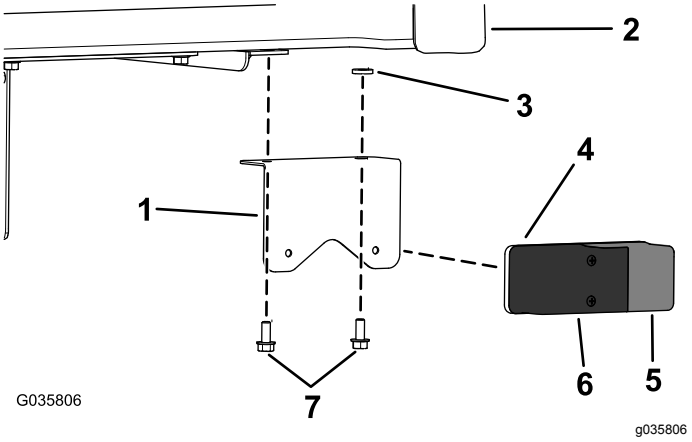

Figure 1
2. Install the rear brake/signal light to the bottom of the cargo bed and cargo bed support using the bracket, 2 hex-head screws (5/16 x 3/4 inch), and 2 spacers (5/16 inch) as shown in Figure 1.
Note: Ensure that the red lens (brake light) is positioned to the inside and the amber lens (signal light) is positioned to the outside (Figure 1).